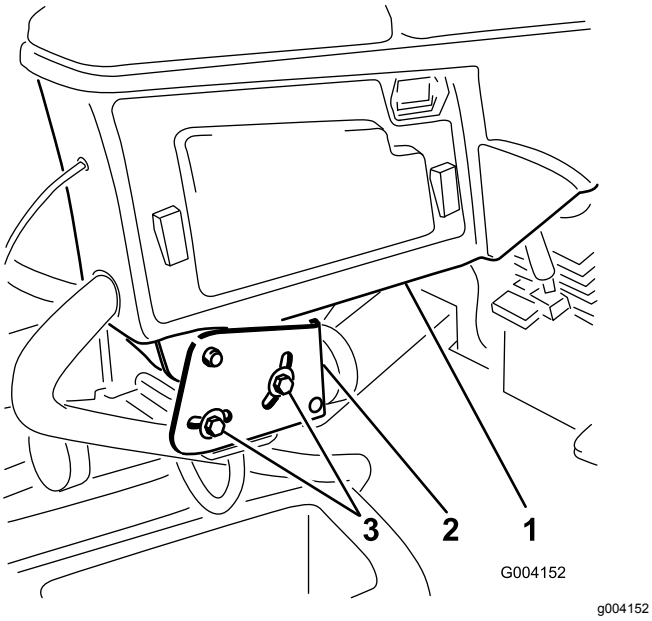

Figura 3
1. Solte os 2 parafusos que prendem o braço de controlo ao suporte de retenção (Figura 3).